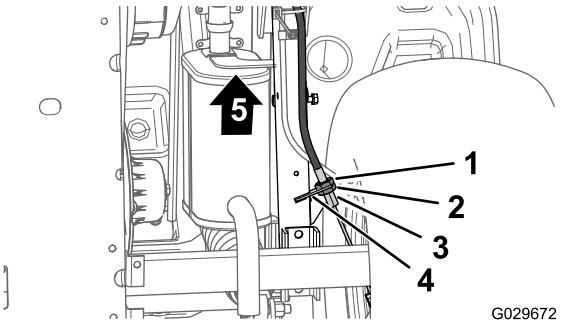

Figur 62
3. Lossa den bakre kontramuttern för den gängade justeraren till parkeringsbromskabeln som sitter längst ner på maskinen genom att vrida på den fyra varv (Figur 62).
4. Dra åt den främre kontramuttern (Figur 62).
A. Lossa den främre kontramuttern (Figur 62) för den gängade justeraren till parkeringsbromskabeln genom att vrida på den ett varv.
B. Dra åt den bakre kontramuttern (Figur 62).
A. Lossa den bakre kontramuttern (Figur 62) för den gängade justeraren till
B. Dra åt den främre kontramuttern (Figur 62).